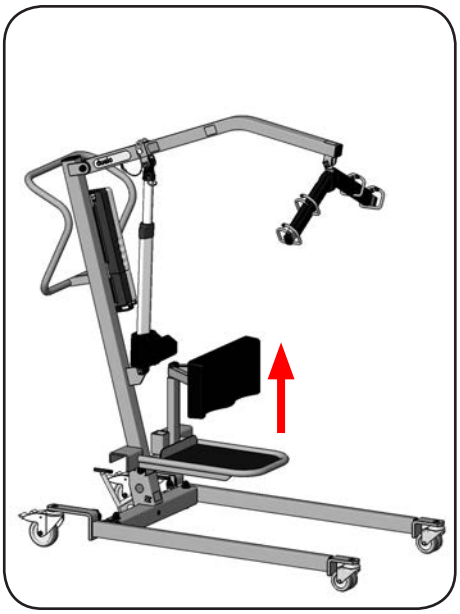

Abbildung 47
5. Entfernen Sie das Trittbrett vom Fahrgestell (Abbildung 47).